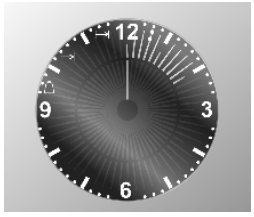

Afb. 2
- Gebruik de toetsen – / - om de gewenste tijd in te stellen. Op het display zal voor ieder ingestelde minuut **één segment** oplichten (**Afb. 2** toont 10 minuten kooktijd).